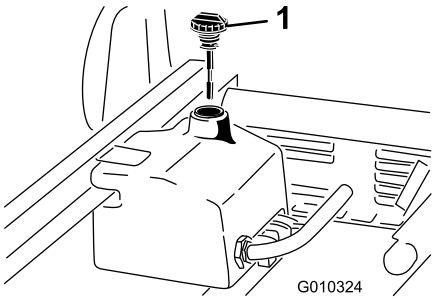

Figur 19
1. Rengør området omkring påfyldningshalsen og hydrauliktankens dæksel (Figur 19).
3. Fjern målepinden (Figur 19) fra påfyldningsstudsen, og tør den af med en ren klud.